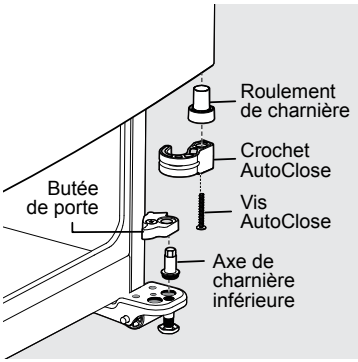

Figure 3
8. Retirez la vis de butée de la porte à l'aide d'un tournevis à tête Torx T25 et retirez la butée de la porte (voir figure 3).
9. Dévissez l'axe de la charnière inférieure à l'aide d'une clé à molette (voir figure 3).